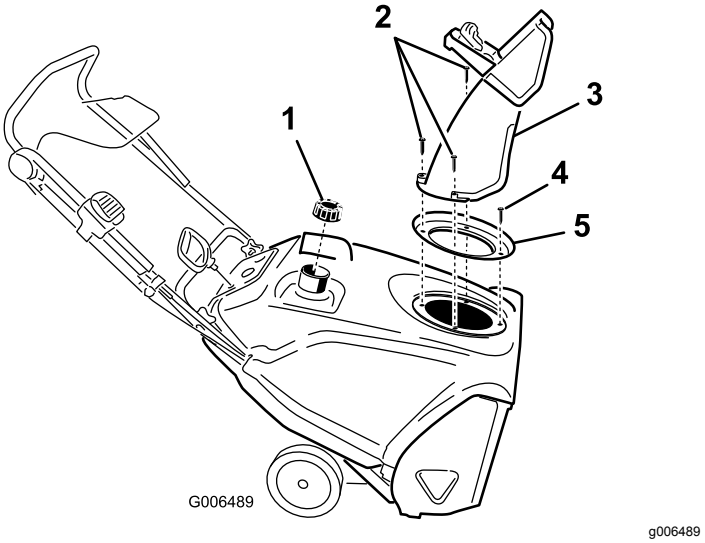

Рисунок 25
3. Снимите разгружающий спуск, ручку разгружающего спуска и уплотнение спуска, для чего снимите 3 больших винта и один малый винт (Рисунок 25).